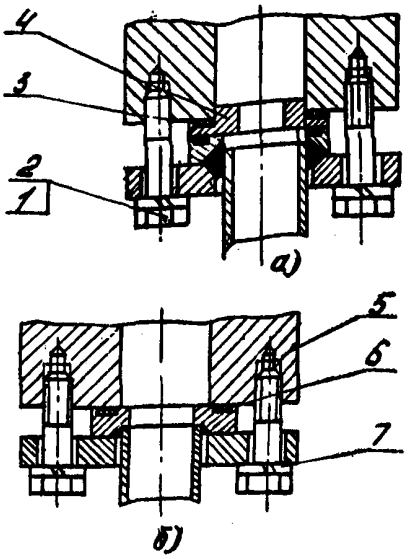

Рис.27. Узел присоединения импульсного трубопровода (см.рис.3,узел I):
27.I. Вывинтить болты I (рис.27), отвести в сторону импульсную трубу.
28.9. Установить импульсную трубу, ввинтить болты I (см.рис.27).